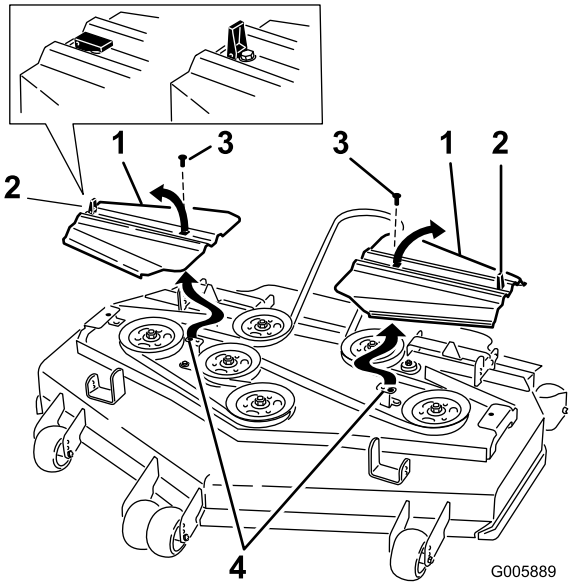

Figur 62
12. Montera remkåporna och för in flikarna i spåren. Montera skruvarna och lås spärrhakarna (Figur 62).